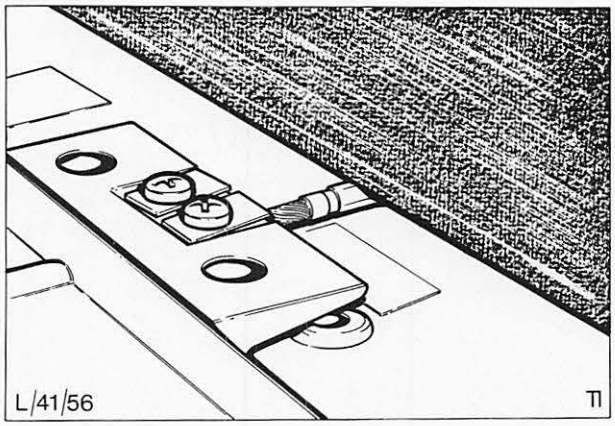

Abb. 18 Befestigungsschrauben – Kabel an Transportbrücke
13. Kurbel anbauen. Deckel in die Dachöffnung so einsetzen, daß das Antriebskabel an der Transportbrücke befestigt werden kann, Abb. 18.